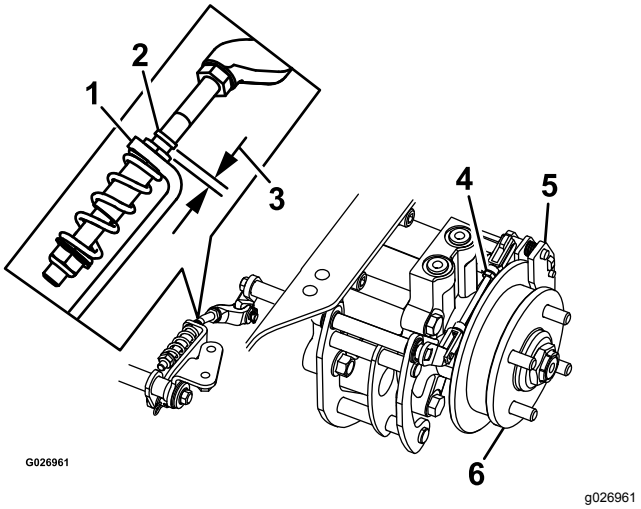

Figuur 79
8. Controleer of er ruimte zichtbaar is tussen de L-beugel en de aanslag van de koppeling (Figuur 79).